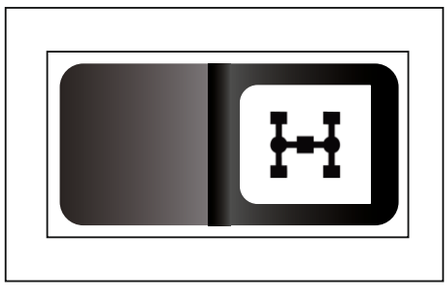

Fig. 3-3 (j)
3.3.6 Interruptor de Controle da TDF, ver fig. 3-3 (k)